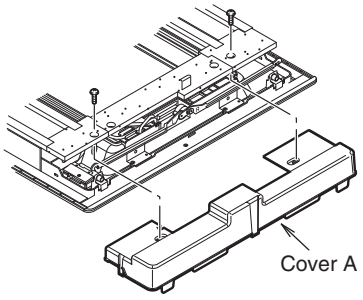

Fig. 3-15
(1) Remove the 2 screws and remove cover A from the back of the panel. (Fig. 3-15)